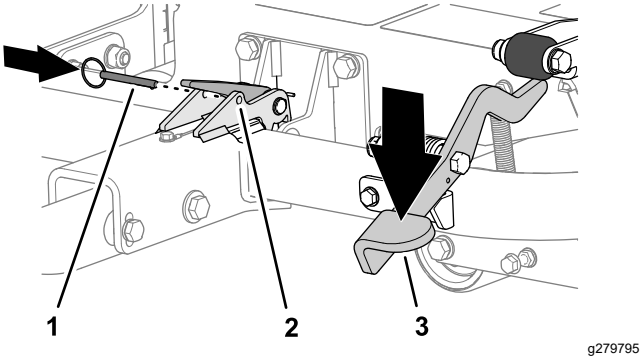

Figuur 20
3. Trap het pedaal van de trekhaak in totdat de trekhaak op zijn plaats klikt (Figuur 20).
4. Breng de borgpen aan in de openingen in de vergrendeling (Figuur 20).